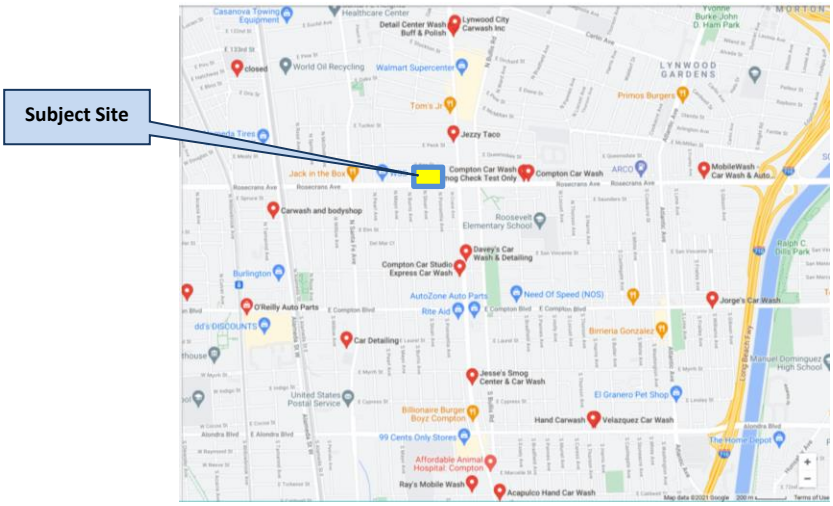

Figure 3 – Existing Carwash Map
There are at least six (6) existing carwashes (automated, hand carwash, coin-operated, detailing, etc.) located within 1.5 miles of the subject site, see *Figure 3*. The City has tried to discourage the applicant from proposing carwashes. However, the applicant has stated they wish to continue with the project even with a recommendation for denial.